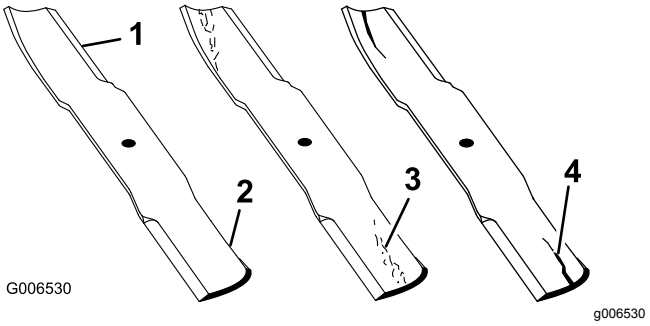

Figur 100
1. Undersøk kniveggene (Figur 100).
4. Hvis du finner sprekker, slitasje eller ser at det begynner å dannes spor i denne delen av kniven, må den skiftes ut øyeblikkelig (Figur 100).